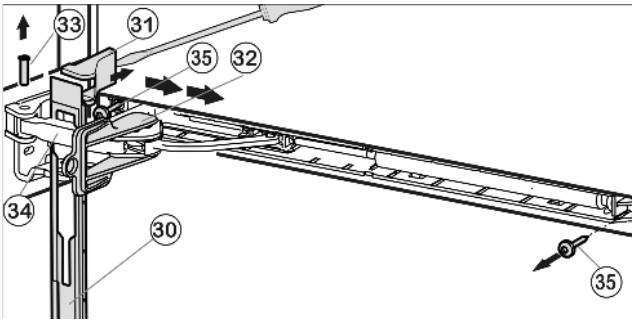

Fig. 12
- ▶ Slide the faceplate forwards over the soft stop bracket *Fig. 12 (34)* in the direction of the appliance.
- ▶ Snap the safety lock *Fig. 12 (32)* into the oblong hole.
- ▶ Using a screwdriver, lift off the cover *Fig. 12 (31)* from the outside and remove it in an outward direction.
- ▶ Press the pin *Fig. 12 (33)* out from underneath.
- ▶ Press the soft stop bracket *Fig. 12 (34)* towards the door.
- ▶ Remove the faceplate *Fig. 12 (30)*.
- ▶ Unscrew the soft stop unit (2x Torx® 15) *Fig. 12 (35)*.